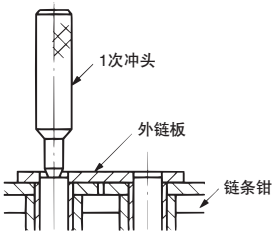

图14. 用主冲头敲击销
1) 将适合链条尺寸的主冲头（参见“椿本传动链”产品目录的配件项）顶在用砂轮机磨削后的销的头部，用锤子敲击1次冲头的头部。此时，交替敲击外链节上的一对销，将其平行地顶出。一直敲击至销从外链板脱离（图14）。